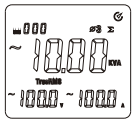

rys. 9-6
* Aby zmierzyć całkowitą moc trójfazową, naciśnij przycisk Σ ponownie, aby zapisać w sumatorze moc trzeciej fazy, (patrz rys. 9-6).